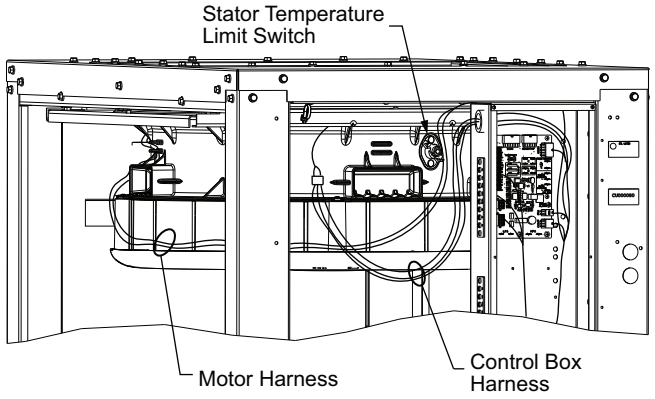

Fig. 33 — Locations of Motor Harness and Stator Temperature Limit Switch
1. Unplug motor harness from control box harness. See Fig. 33.
2. Unplug connectors from stator temperature limit switch. See Fig. 33.